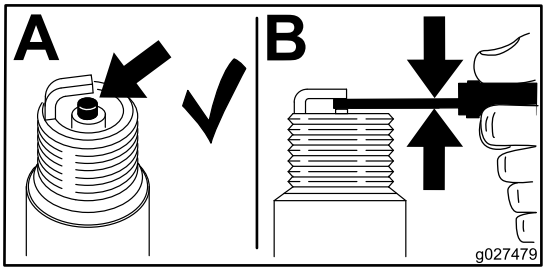

Figur 44
3. Ta bort tändstiftet (Figur 44).